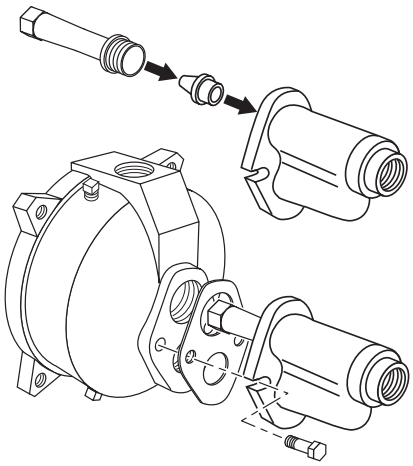

Figure 3 - Mount Ejector – Shallow Well
3. Install the ejector kit. Follow the instructions provided with the kit. Be sure to align the venturi with the top hole on the front of the pump (see Figure 3).
2. Install the ejector kit. Follow the instructions provided with the kit. Align the venturi with the top hole on the front of the pump (see Figure 3).